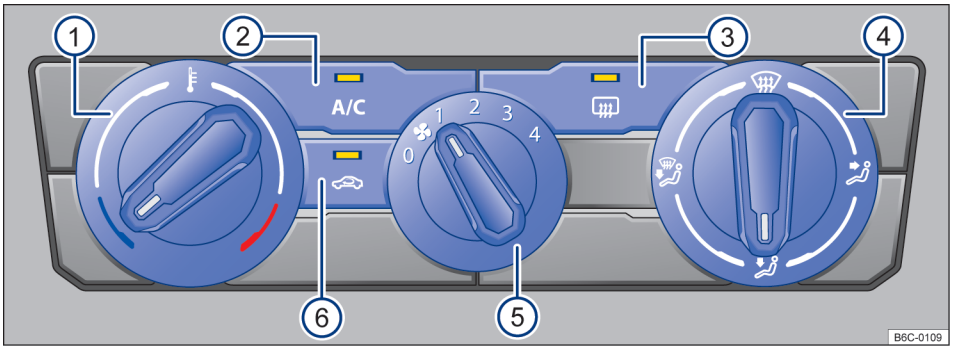
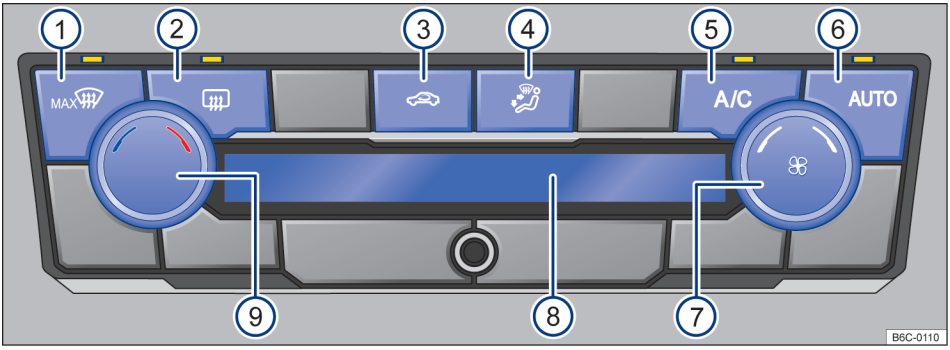

Fig. 81 Comandos do ar-condicionado. ▶
Fig. 82 Comandos do Climatronic.
– *Ar-condicionado:* girar o regulador do ventilador para o nível **0** → Fig. 81 (5).
– *Climatronic:* girar o regulador do ventilador para a esquerda até o batente → Fig. 82 (7)
Com o botão AUTO → Fig. 82 (6) é possível ligar o modo automático do Climatronic.
O modo automático garante temperaturas constantes no interior do veículo. A temperatura do ar, o volume de ar e a distribuição de ar são regulados automaticamente. O funcionamento automático se desliga quando a ventilação é alterada manualmente ou com a alteração da distribuição de ar através do botão → Fig. 82 (4) pressionar.
– *Ar-condicionado:* girar o regulador rotativo esquerdo → Fig. 81 (1).
– *Climatronic:* girar o regulador rotativo esquerdo → Fig. 82 (9).
No display do Climatronic → Fig. 82 (8) é indicada a temperatura ajustada.
– *Ar-condicionado:* girar o regulador do ventilador → Fig. 81 (5).
– *Climatronic:* girar o regulador do ventilador → Fig. 82 (7).
– Pressionar o botão → Fig. 81 (6) ou → Fig. 82 (3).
– *Ar-condicionado:* girar o regulador da direita → Fig. 81 (4) para posição desejada.
– *Climatronic:* pressionar o botão → Fig. 82 (4) para posição desejada, a distribuição selecionada será indicada no display (8).
– *Ar-condicionado:* girar o regulador direito para a posição → Fig. 81 ④.
– *Climatronic:* pressionar o botão MAX → Fig. 82 ①.